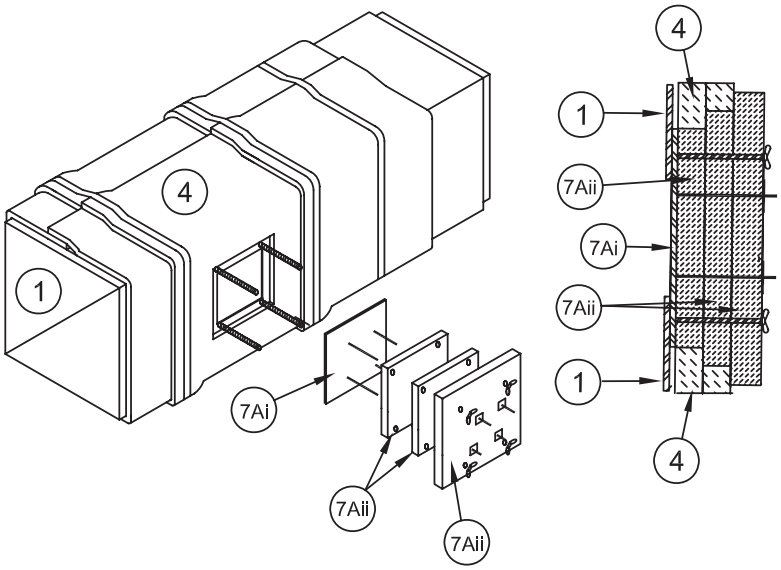

Figure 3 – Field Fabricated Access Door Option A
8. NONCOMBUSTBLE[2] SUPPORTING CONSTRUCTION: Refer to Figures 3 and 4. Use one of the following wall or floor assemblies.